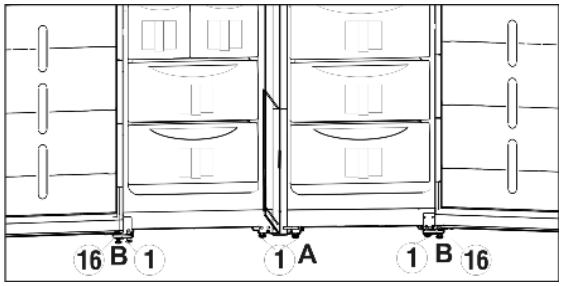
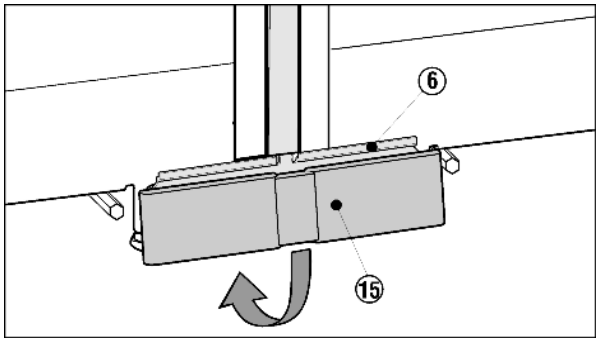

Fig. 17
Fig. 18
- Snap the cover *Fig. 17 (14)* onto the open space between the two control panel trims. Make sure that the outer surfaces of the cover form a flush finish with the control panel trims. The cover can be extended for this purpose.
- Position the lower cover *Fig. 18 (15)* from the accessory kit onto the mounting bracket *Fig. 18 (6)* from above and snap it down into place.
- Lower the center adjustable feet (A) again until they touch the floor.
- Lower the adjustable feet *Fig. 17 (16)* on the bearing bracket (B) to support the door.